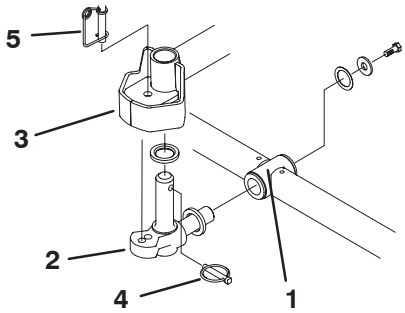

**Figura 4**
6. Introduzca una arandela de empuje en el eje horizontal del pivote tal y como muestra la Figura 4.